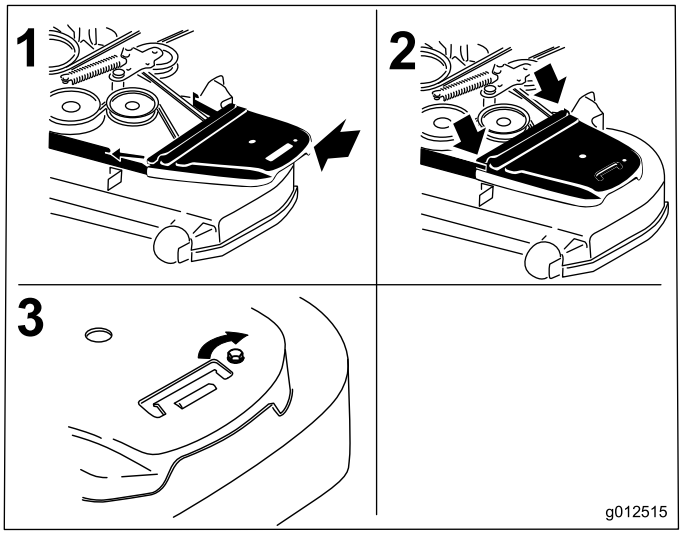

Figur 75
12. Montera remkåporna och bultarna som fäster dem (Figur 75).